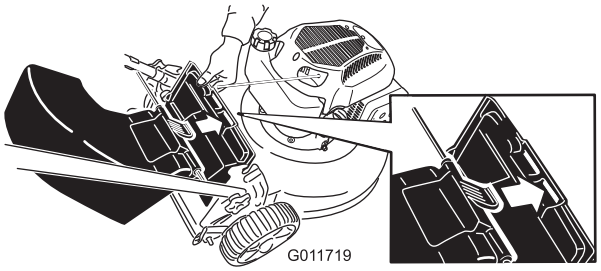

Figuur 21
3. Steek het lipje op de afvoergeleider in de sleuf aan de rechterzijde in de afvoergeleider (Figuur 21).